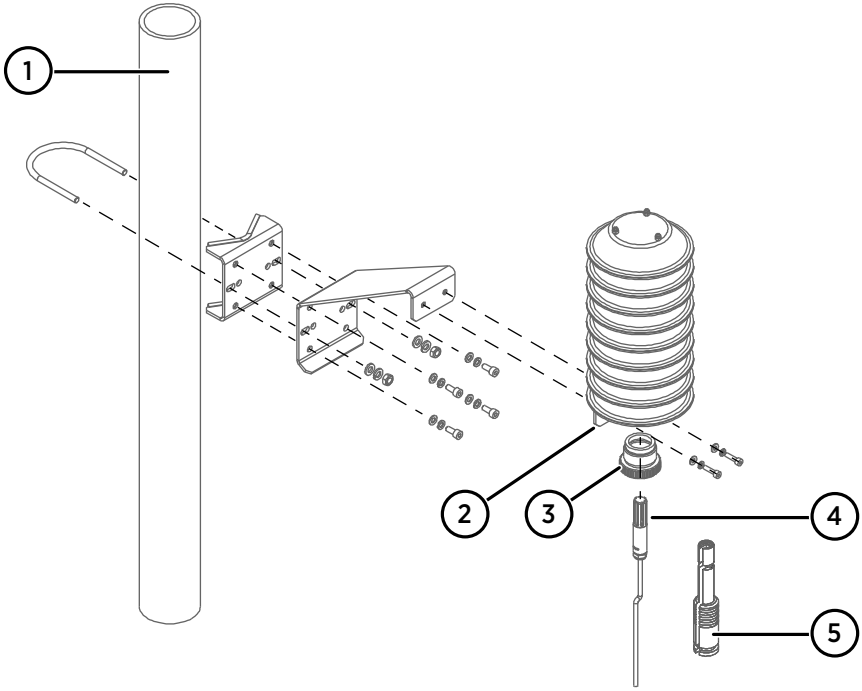

Figure 27 Mounting DTR502B on a pole mast
1. Mount the solar radiation shield in the measurement location using the provided mounting accessories, screws, and washers. You can mount the radiation shield to a pole mast as shown in Figure 27 (page 51), or to a horizontal beam directly from its support plate.